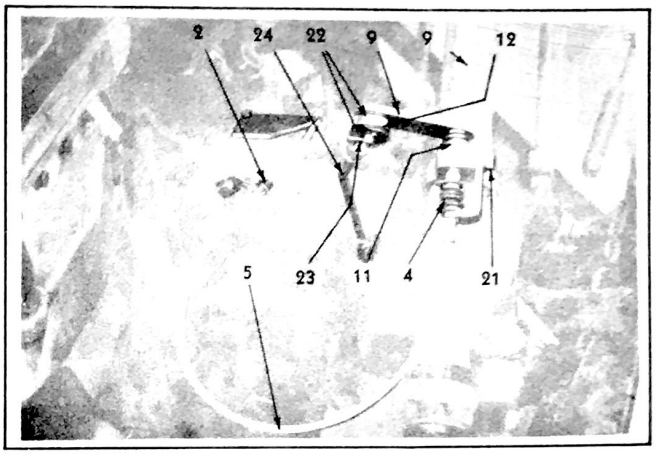

Figure 247 - Handy Shift Control
Loosen bolt (21, Fig. 247) at the lower end of the steering column and pull the casing bracket (5) up until all slack is